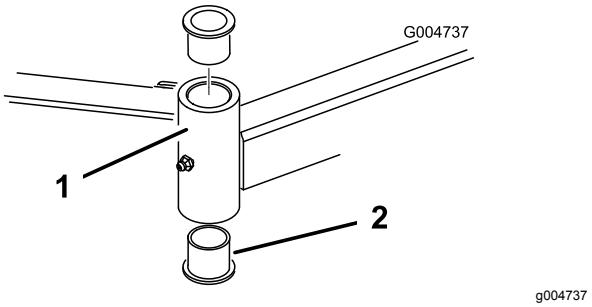

Figur 105
4. Skjut in ett pinndorn i monteringsrörets övre eller nedre del och skjut ut bussningen ur röret (Figur 105). Skjut också ut den andra bussningen ur röret. Rengör insidan på rören och ta bort all smuts.